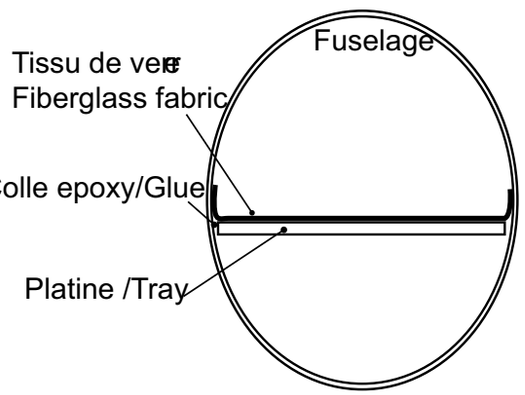

Fig.1
6)Then glue the tray (E). Reinforce the bonding with glass or carbon cloth by making the fabric rise up to the sides of the fuselage (Fig.1).